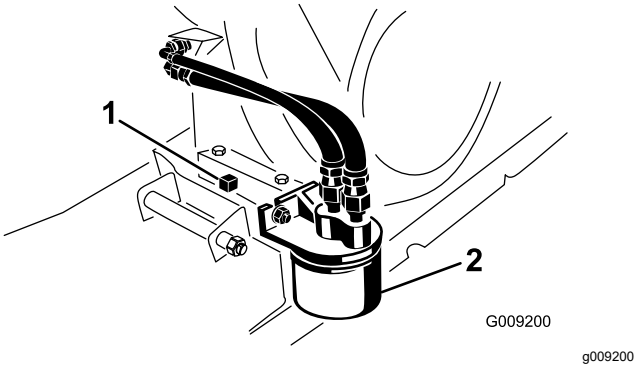

**Figuur 36**
7. Plaats een opvangbak onder de aftapplug (Figuur 36).
8. Verwijder de aftapplug en de pakking (Figuur 36).
2. Verwijder het oude oliefilter (Figuur 36).
4. Schroef het nieuwe oliefilter op het filteradapter totdat de pakking contact maakt met de bevestigingsplaat. Draai het filter vervolgens nog eens een ½ tot ¾ slag vast (Figuur 36).